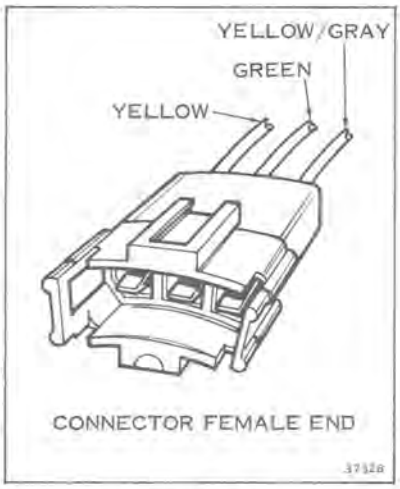

Figure 7-22
A. Disconnect the stator three way twin lock connector (curved connector) behind belt guard. See Figure 7-22.
C. Leave ohmmeter set as in (B) above with one lead attached to yellow/gray stripe lead and connect other meter lead to green wire. This reading should be .38 ohms ± 10%.